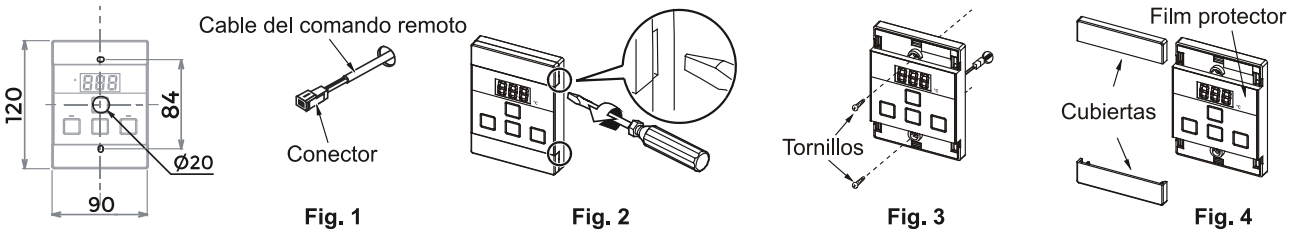

Fig. 1 Fig. 2 Fig. 3 Fig. 4
3. Pasar el conector del cable de comunicación a través del agujero central (Fig. 1).